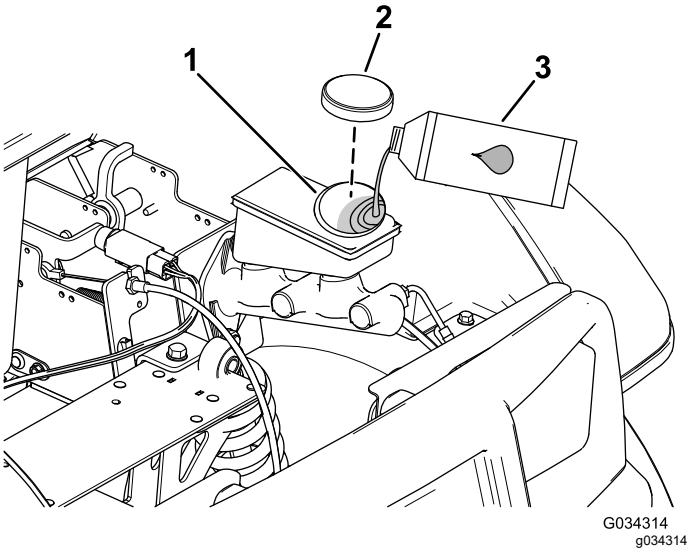

Figura 50
2. Eleve novamente o capot para obter acesso ao cilindro principal do travão e reservatório (Figura 50).
A. Limpe a zona em redor da tampa do reservatório e retire-a (Figura 50).
C. Coloque a tampa do reservatório (Figura 50).